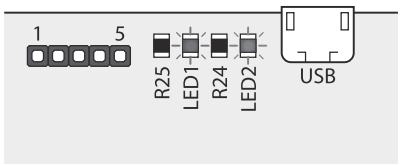

Fig. 41
6. After the 20 seconds both the red LED (LED1) and green LED (LED2) will switch **OFF,** followed by a brief pause, then both LED's will double flash quickly **ON** and **OFF**, as shown in **Fig.41**.